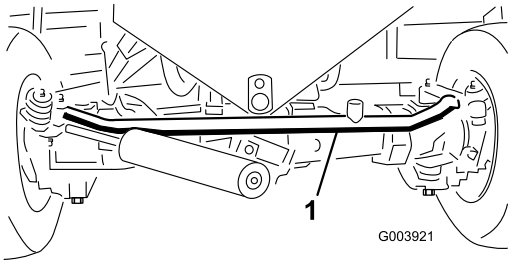

Figur 66
3. Løsne klemmene på begge sider av parallellstaget (Figur 66).